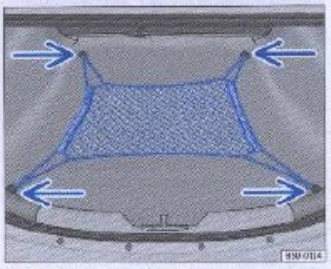

Fig. 91 Red en el maletero: fijadores
– Sujete los ojales de la red[36] en los fijadores ⇒ fig. 91 existentes en el maletero.